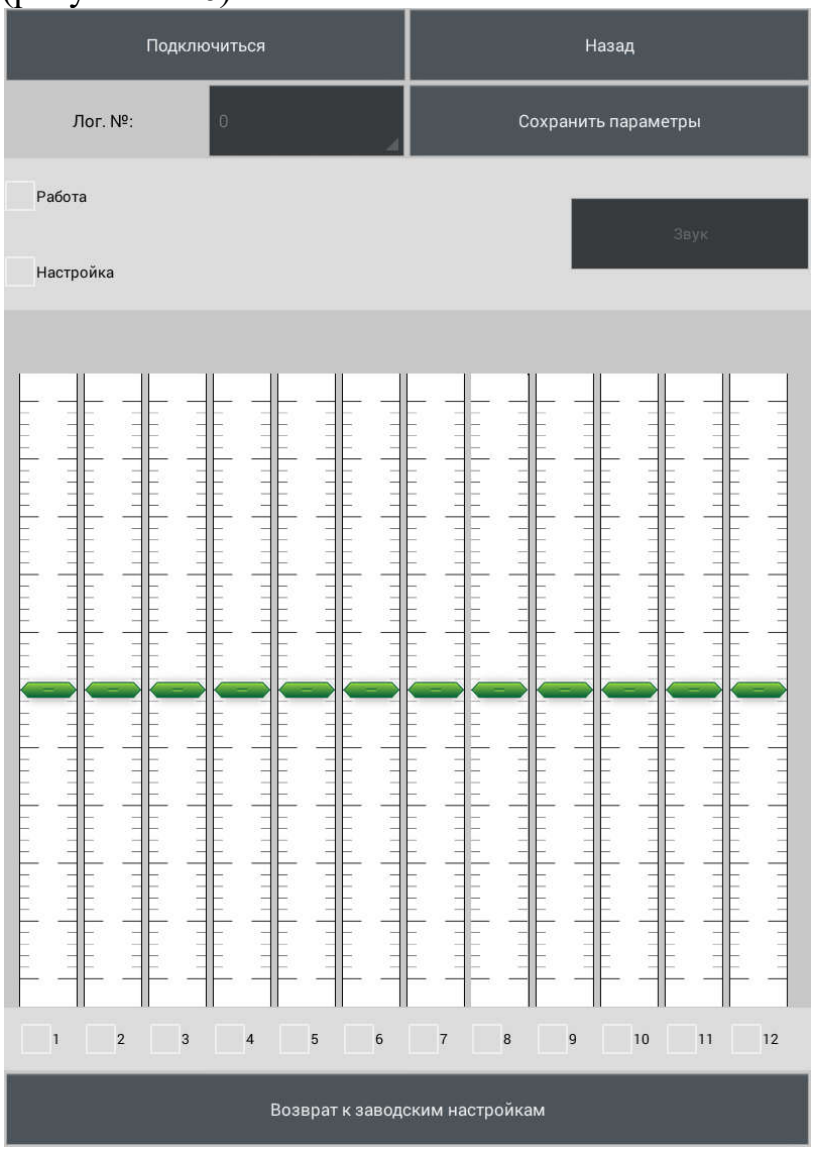

Рисунок 2.26
2.3.7.4.5 Выбрать тип подключения «USB» (рисунок 2.24). Откроется окно программы (рисунок 2.26).